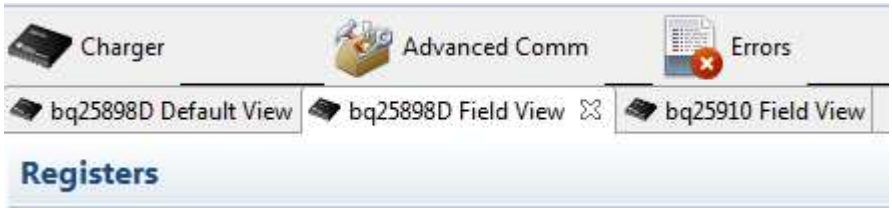

Figure 3. bqStudio Device Tabs
- The software allows you to modify both the bq25898D and bq25910 I2C registers. Figure 3 shows the device tabs on bqStudio. Selecting one of them opens the register interface for that particular device and allows the values to be modified via I2C.